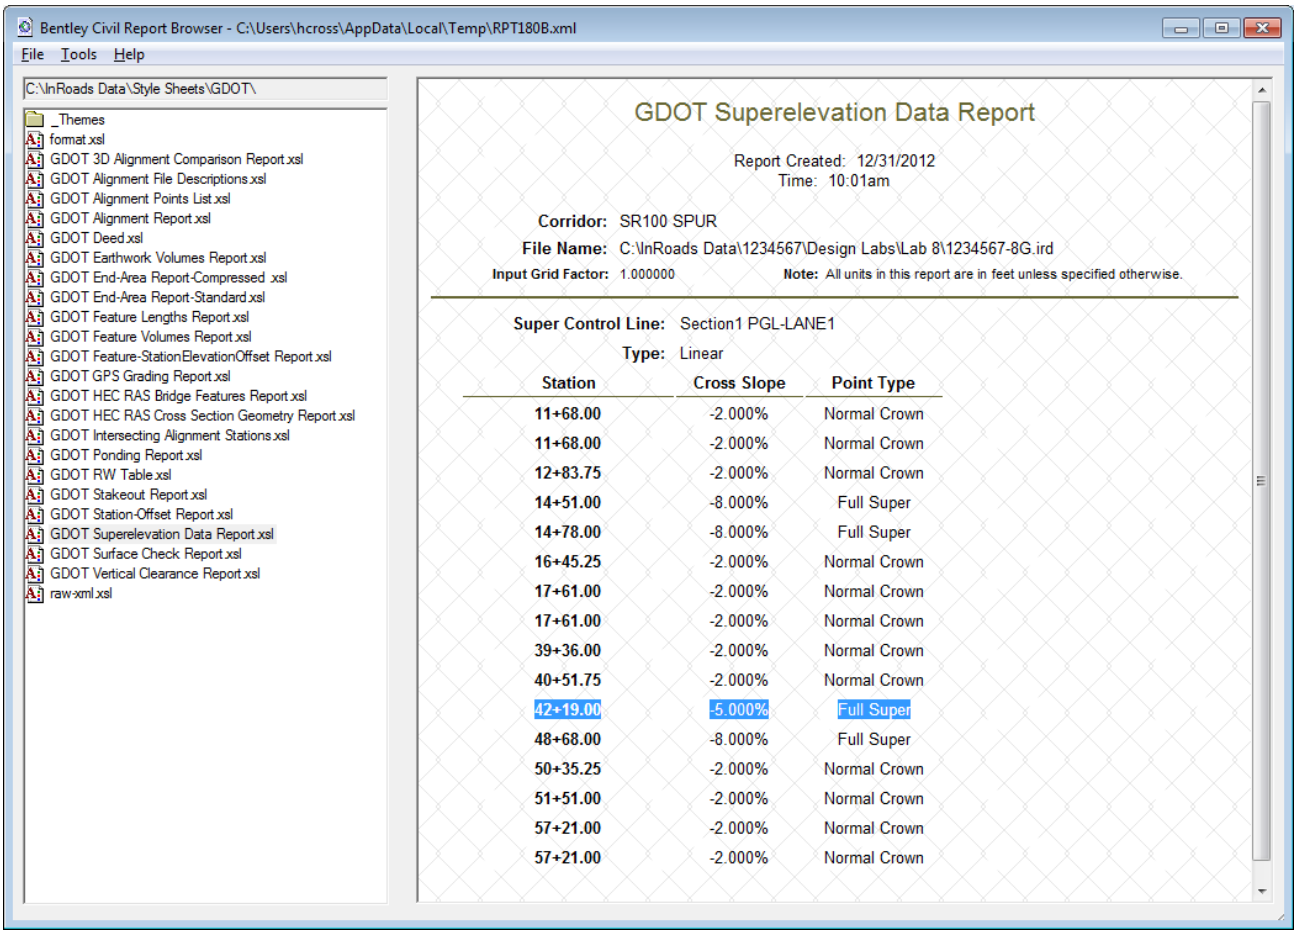

Figure L8-68 Superelevation Report
106.	**Generate a Superelevation Report.** • Select **Superelevation ► Superelevation Report**. The **Roadway Design Superelevation Report** dialog opens. • Highlight **LANE1** and click **Apply**. • The **Bentley Civil Report Browser** opens. The Name of the Style Sheet is **'GDOT Superelevation Data Report.xsl'**. Click on this Style Sheet Name to select it. • The GDOT Superelevation Data Report opens in the **Bentley Civil Report Browser** as shown in *Figure L8-68*. • Notice the Report reflects the **-5.000%** change we made. (See highlighted below in blue for clarity). • **Close** the Report by clicking the red (X) in the upper right corner of the Report Browser. • **Close** the **Roadway Design Superelevation Report** dialog.